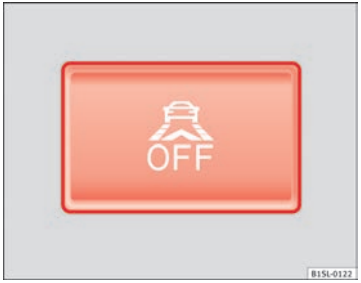

Fig. 101 In the lower part of the centre console: Button for the City Safety Assist function
- Press the ⇒ Fig. 101 button on the centre console.